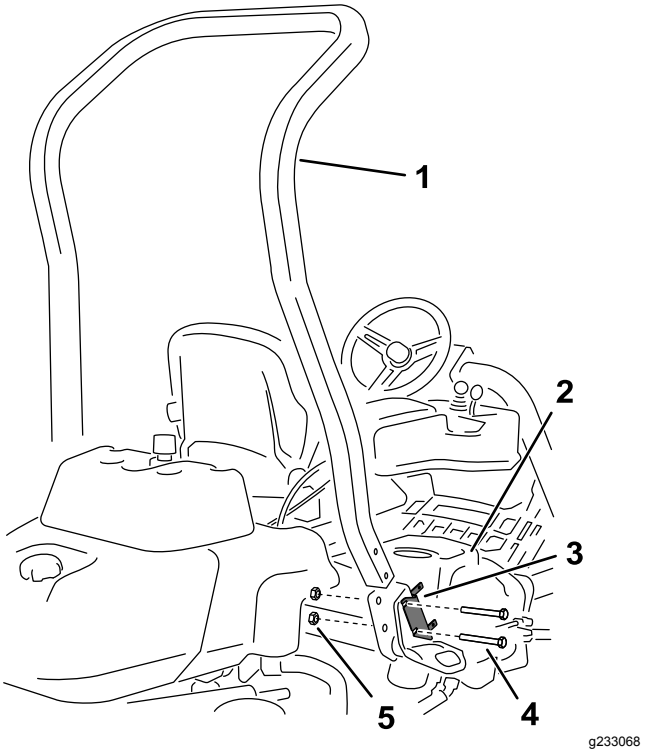

Rysunek 3
4. Odkręć 2 śruby mocujące wspornik bloku bezpieczników do gniazd systemu ochrony przed przewróceniem jak pokazano na Rysunek 3.